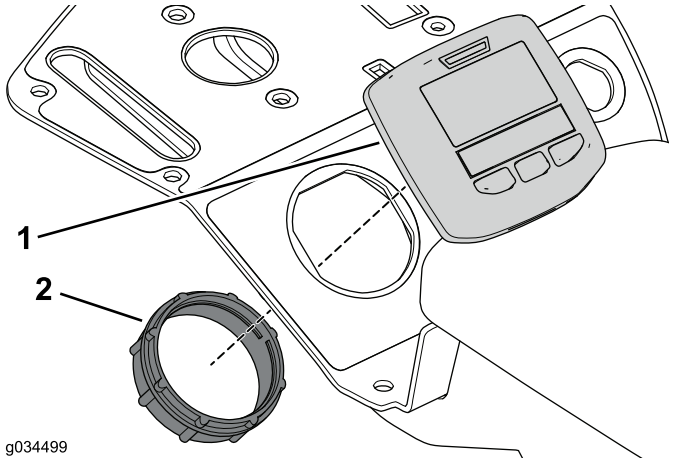

Figure 10
1. Remove the retaining ring to remove the display from the console assembly (Figure 10).